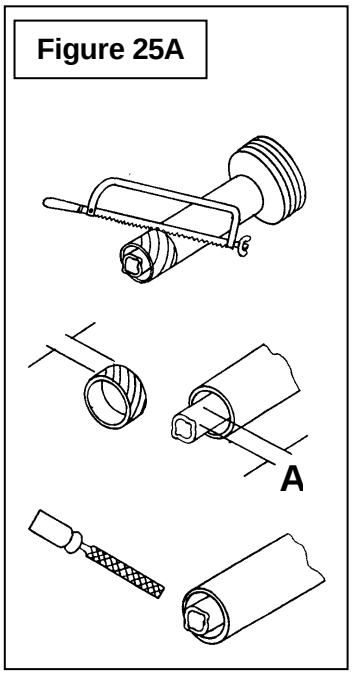

Figure 25A
4. **Figure 25A:** Couper le tube des gardes intérieur et extérieur de même que les sections télescopiques intérieure et extérieure.
5. **Figure 25A:** Couper le garde une seconde fois pour laisser la même distance entre la fin du garde et la fin de l'arbre qui existait auparavant. Pour obtenir la distance "A" approprié illustré à la Figure 25A, couper le garde selon le tableau ci-dessous:
6. **Figure 25A:** Limer les tubes et retirer les copeaux.